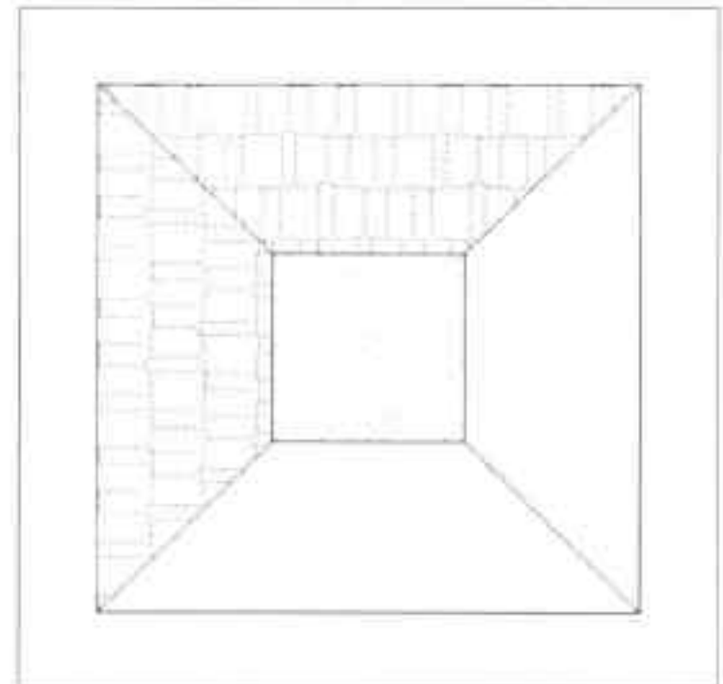

图20-6 填充图形
Step 06 执行“填充”命令，选择“AR-RSHKE”图案，设置角度为 180°、比例为 1，对图形进行填充，如图 20-6 所示。